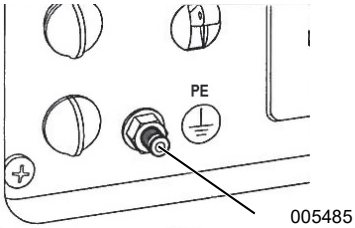

***Figura 3-1. Conexión a tierra del generador***
El generador está equipado con una conexión a tierra que conecta la estructura del generador y los terminales de tierra en las tomas de corriente de CA (consulte NEC 250.34 (A). Esto permite que el generador se utilice como generador portátil sin conectar a tierra la estructura del generador como se especifica en el artículo 250.34 del NEC. Consulte la *Figura 3-1*.